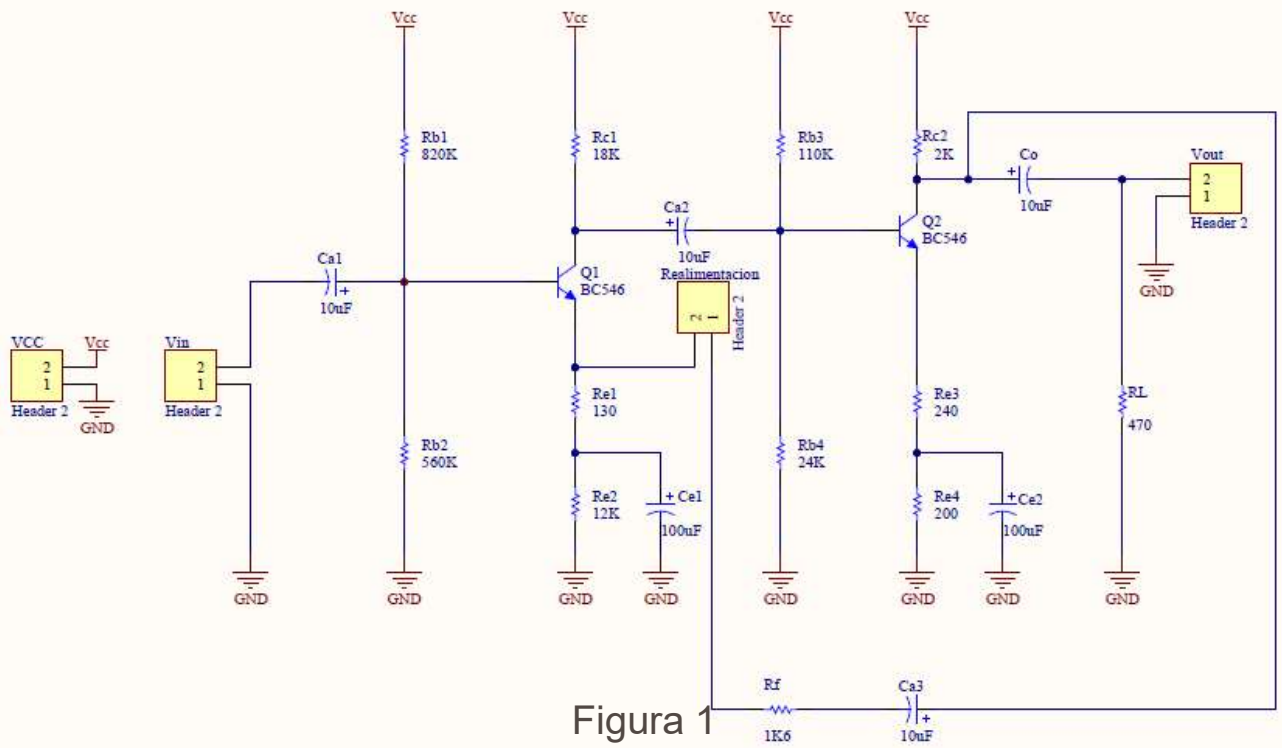

Figura 1
1. Implementar un amplificador realimentado según la topología del circuito de la Figura 1.